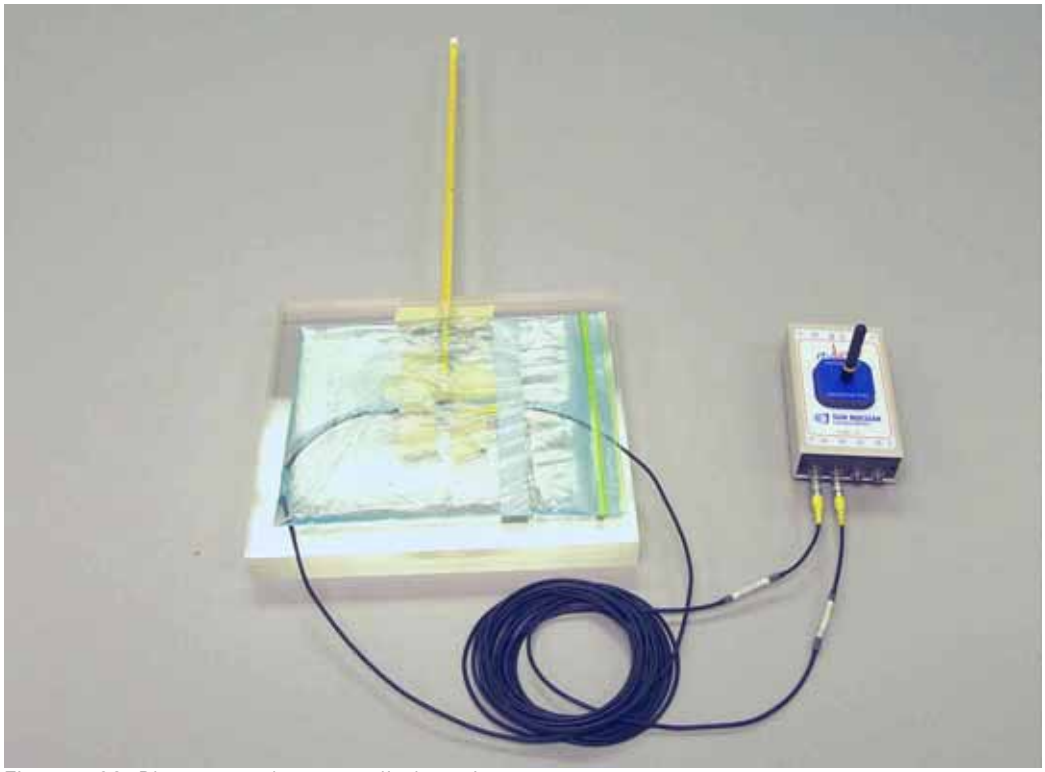

Figure 4-23. Place water bag over diodes prior to exposure
1. Position the diodes on a room-temperature phantom, in the same manner as used for dose calibration. The phantom is required as a thermal mass during the test. See Figure 4-23 for diode spacing.